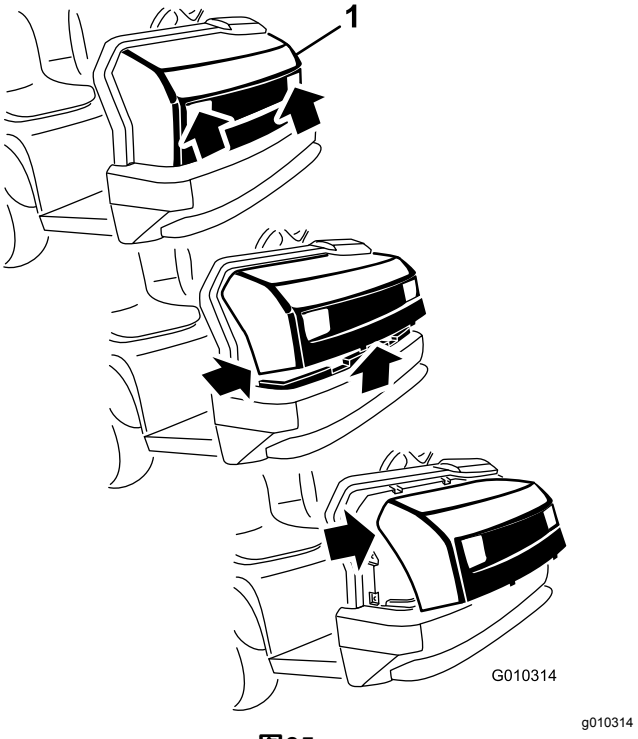

图35
1. 通过大灯开口抓住机罩的同时提起机罩以便从机架槽中松开下安装凸耳图35。
2. 将机罩的底部向上旋转直至可将上安装凸耳从机架槽中拉出图35。
3. 将机罩的顶部向前旋转从大灯上拔出电线接头图35。
2. 将顶部安装凸耳插入机架槽中图35。
3. 将下部安装凸耳插入机架槽中图35。